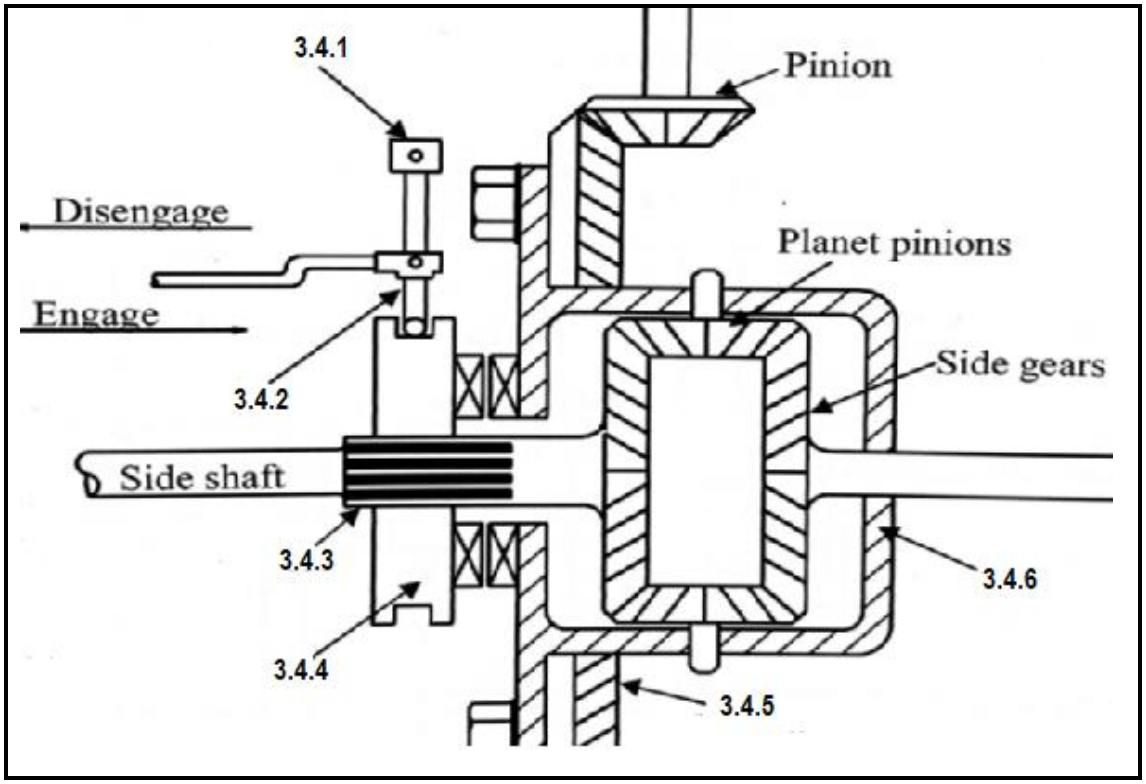

FIGURE 3
3.4 Name the labelled components of a differential locking system in FIGURE 3 below. Write only the answer next to the question number (3.4.1–3.4.6) in the ANSWER BOOK.